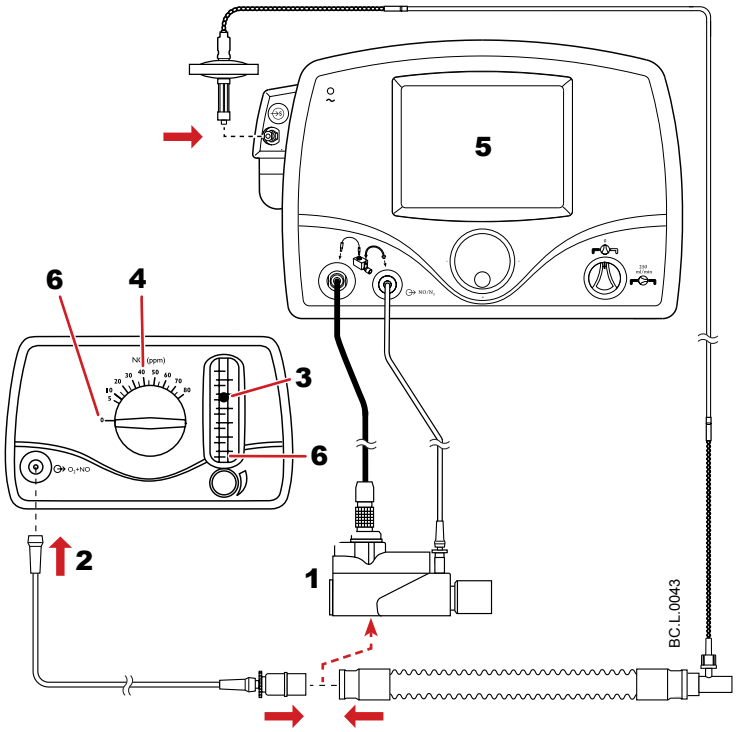

Figure A-3
1. Remove the Injector Module from the pre-use assembly (see **1** in Figure A-3).